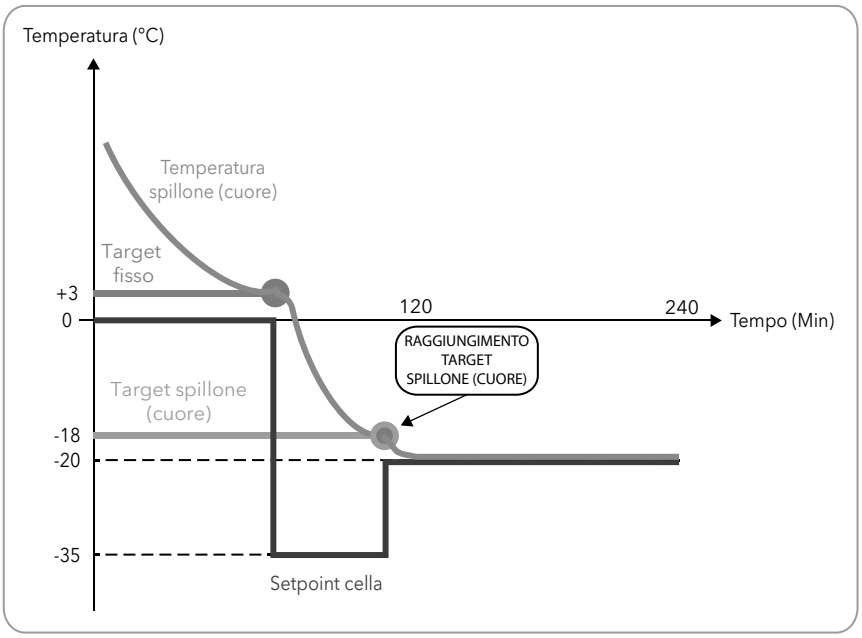

Fig. 13. Programma negativo con modalità di abbattimento soft
- negativo (surgelazione), con temperatura di riferimento (target temperatura) negativa, e modalità di abbattimento soft (**Fig. 13 a pag. 22**).
I valori numerici riportati in **Fig. 13 a pag. 22** sono i default.